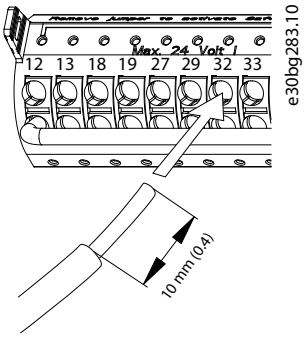

Рисунок 5.37 Подключение массивных проводов цепи управления
- Если используется массивный провод, вставьте оголенную часть в клемму. См. *Рисунок 5.37*.